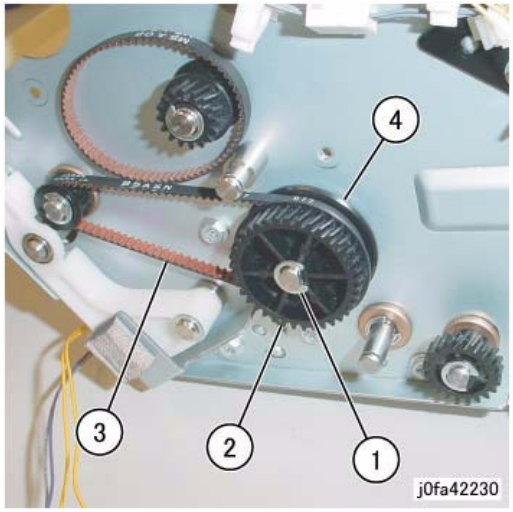

Figure 2 Removing the Gear Pulley
5. Remove the Gear Pulley (Figure 2):